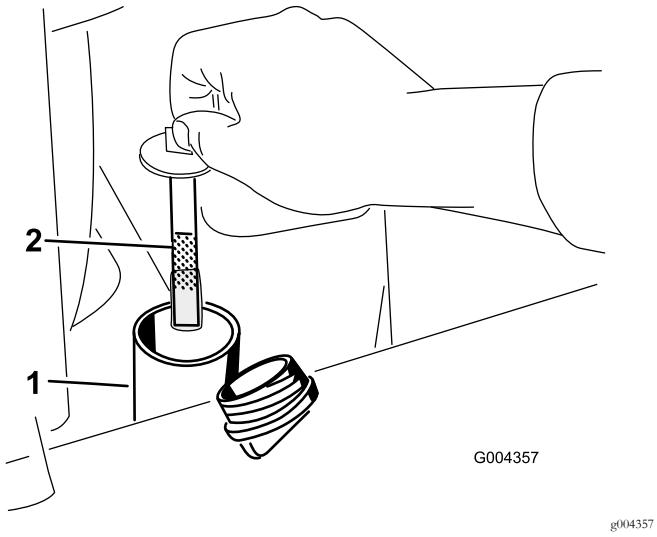

**Rysunek 19**
6. Zdejmij korek z szyjki wlewu i sprawdź poziom płynu na wskaźniku (Rysunek 19).